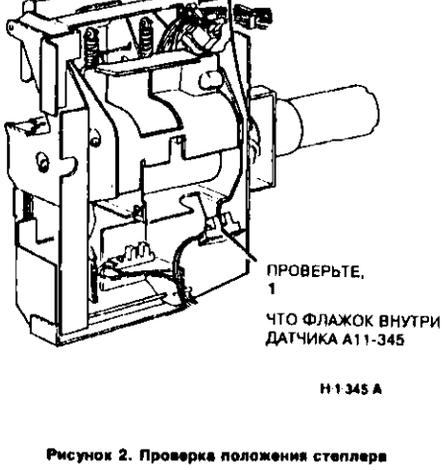

Рисунок 2. Проверка положения степлера
3. (Рисунок 2) Проверьте, что флажок активатора находится в датчике положения "без сшивания" (Q11-345). При необходимости переведите активатор в датчик Q11-345 вручную, вращая вал двигателя
Во избежание повреждения защитного козырька не опускайте модуль степлера в положение технического обслуживания до тех пор, пока флажок активатора не будет находиться внутри датчика Q11-345 (см. рисунок 2)
НЕ ОПУСКАЙТЕ МОДУЛЬ, ПОКА ФЛАЖОК НЕ БУДЕТ ВНУТРИ ДАТЧИКА 11-345 (СМ.РИС. 2)